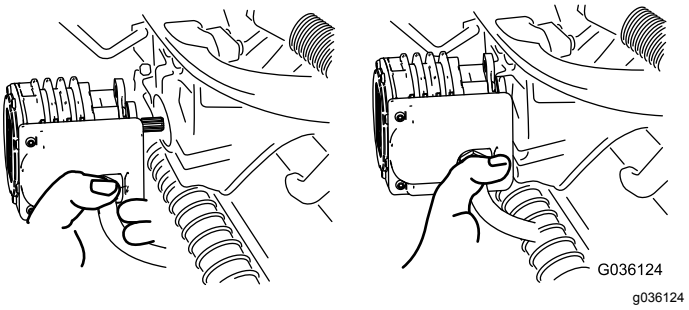

Rysunek 56
4. Umieść silnik w magazynku znajdującym się z przodu ramienia podwieszonego (Rysunek 56).